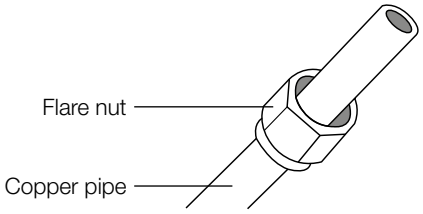

**Fig. 7.5**
3. Place flare nuts on both ends of pipe. Make sure they are facing in the right direction, because you can't put them on or change their direction after flaring. *(See Fig. 7.5)*